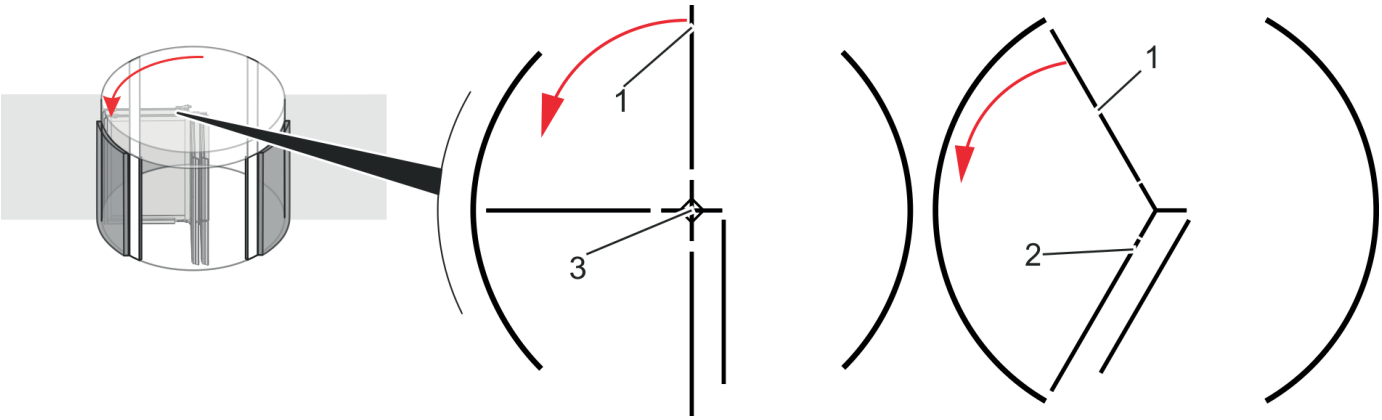

Abb. 15 Rabattre les vantaux suivants (4 et 3 vantaux)
5. Rabattre les vantaux suivants (Abb. 15/1) puis maintenir le vantail du dessous (Abb. 15/2) avec 1 personne.
6. Appuyer en poussant fermement sur le vantail (Abb. 15/1).